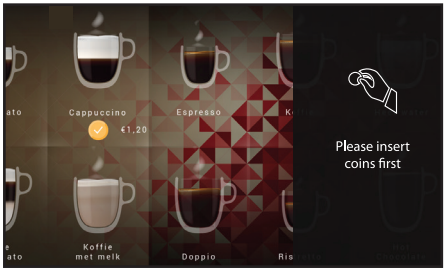

Fig. 4.11- Furnizare de băuturi cu sistem de plată
1. Introduceți o cantitate suficientă de numerar sau e-numerar în sistemul de plată, vezi fig. 4.11.